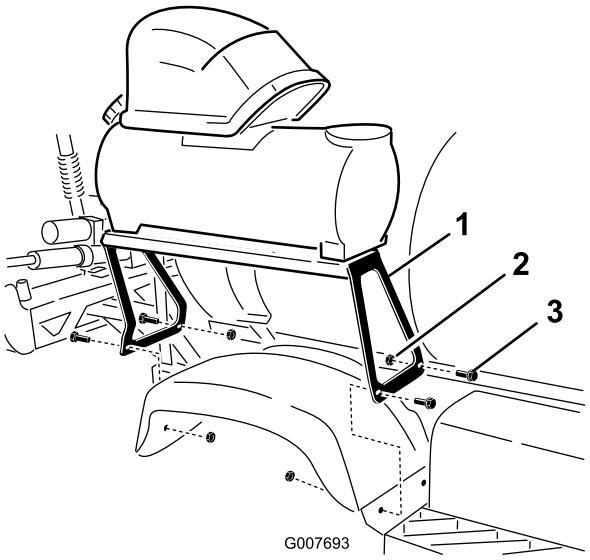

Figur 5
3. Montera fästet i hålen vid den bakre högra stänkskärmen med fyra vagnskruvar (5/16 x 1 1/4 tum) och fyra låsmuttrar (5/16 tum) enligt Figur 5.